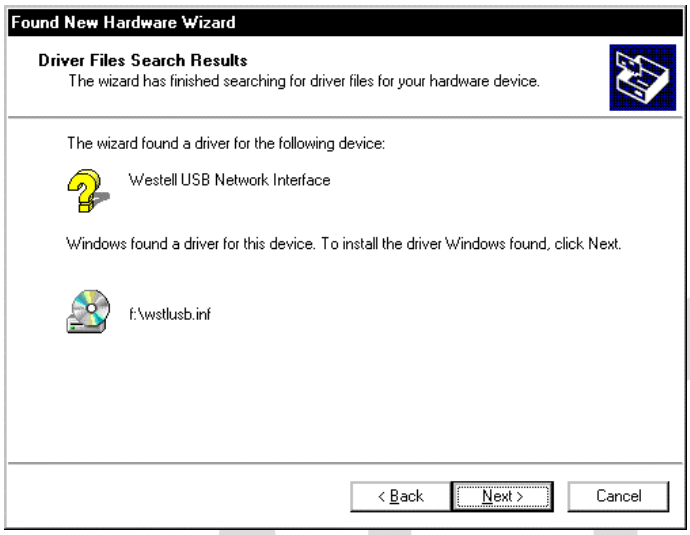

Figure 24. Windows 2000
4. **Windows 2000:** The **Driver Files Search Results** window appears (Figure 24). **Note**: The drive "letter" may vary. Click **Next**.